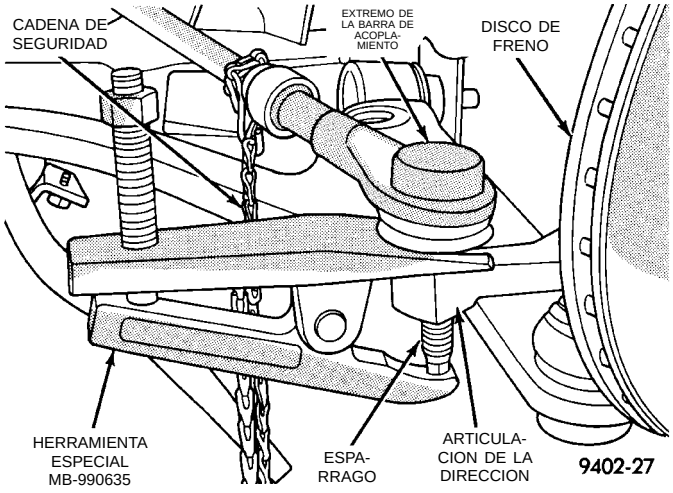

Fig. 9 Desmontaje del extremo de la barra de acoplamiento de la articulación de la dirección
(10) Retire el espárrago del extremo de barra de acoplamiento del brazo de articulación de la dirección mediante el extractor, Herramienta especial MB-990635 (Fig. 9).